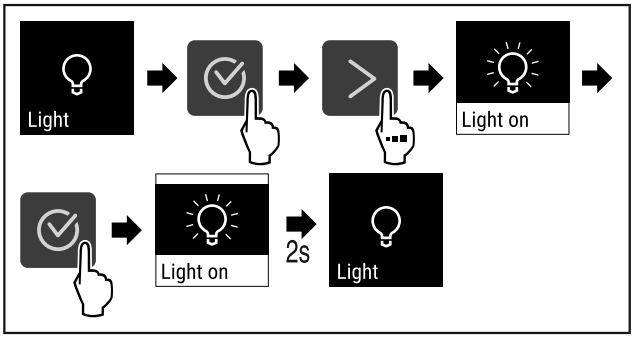

Fig. 69
▶ Ejecutar los pasos (consulte Fig. 69) .